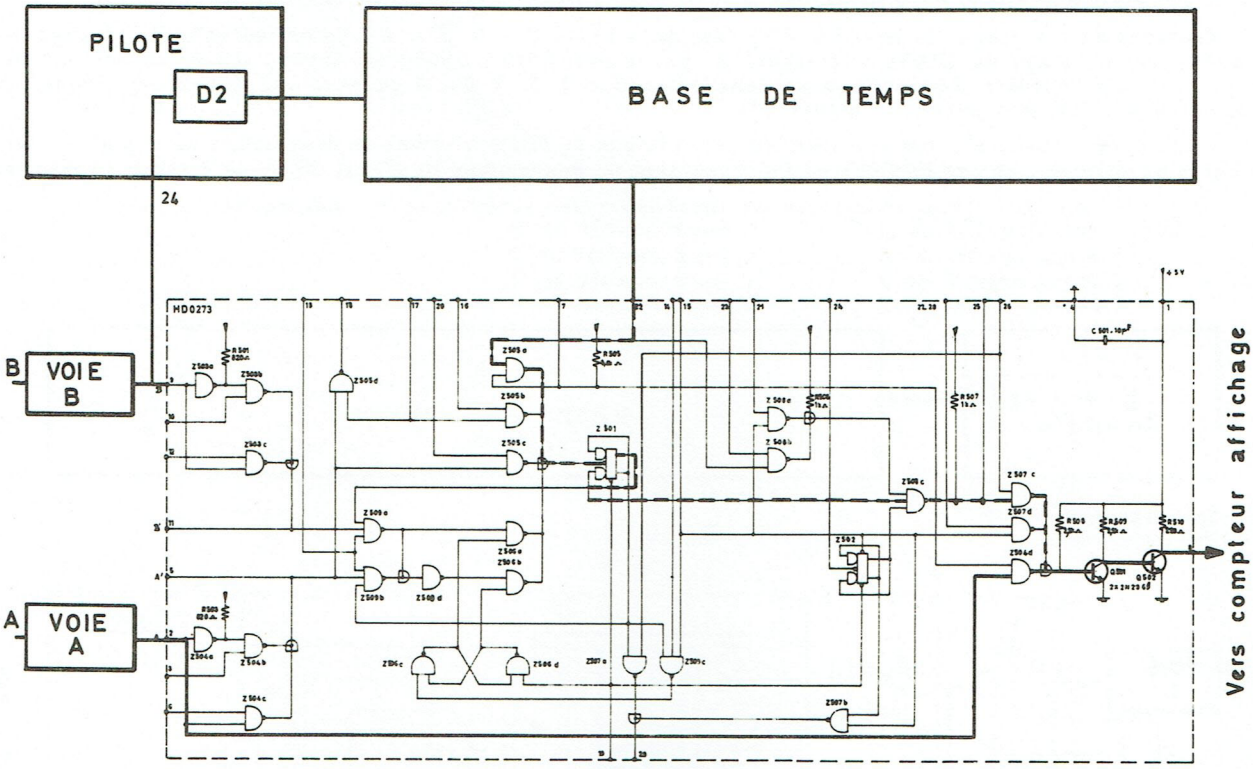

Fig 29
3.4.6. - Rapport FA/FB : (Figure 29)